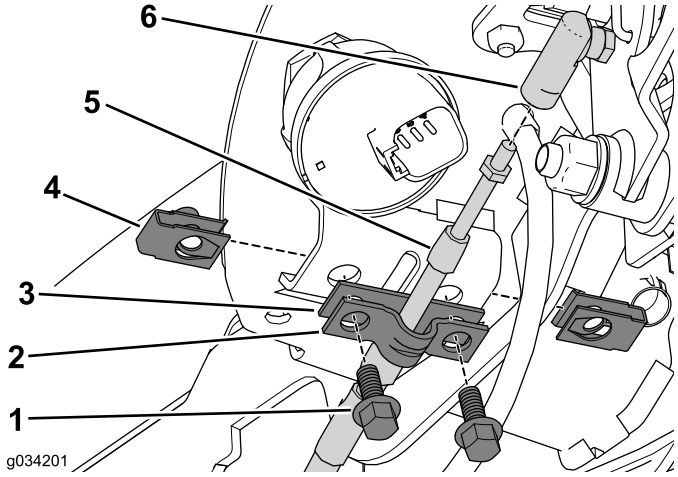

Figure 5
1. Retirez les 2 boulons et l'écrou à clip qui fixent le collier de câble et la cale sur la console (Figure 5).
2. Mettez de côté le collier de câble et mettez au rebut la cale (Figure 5).
3. Détachez le câble de verrouillage du point mort de sa fixation (Figure 5).